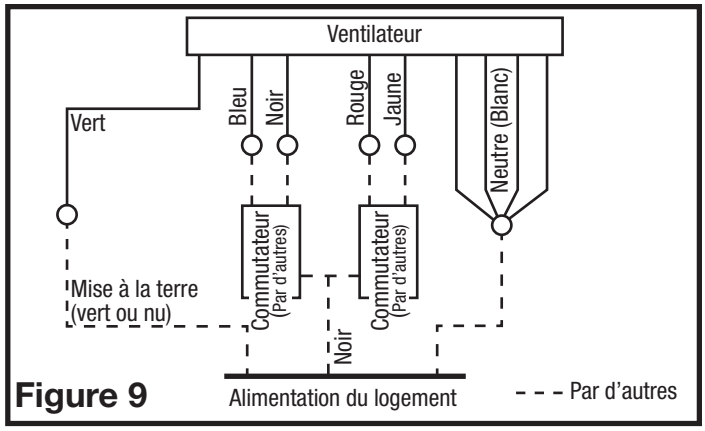

Figure 9
3. Connecter le fil blanc de la résidence vers les quatre fils blanc du ventilateur. Connecter un fil vivant (noir) de l'interrupteur mural vers le fil noir du ventilateur (celui-ci pour le contrôle du ventilateur). Connecter le second fil vivant (rouge) de l'interrupteur mural vers le fil rouge du ventilateur (celui-ci pour le contrôle du chauffage). Connecter le troisième fil vivant (bleu) de l'interrupteur mural vers le fil bleu du ventilateur (celui-ci pour le contrôle de la lampe principale). Connecter le quatrième fil vivant (jaune) de l'interrupteur mural au fil jaune de l'interrupteur mural au fil jaune du ventilateur (contrôle de la lampe de nuit). Connecter le fil de mise à la terre de la résidence au fil vert du ventilateur **(Figure 9).** Utiliser des méthodes approuvées pour toutes les connexions.